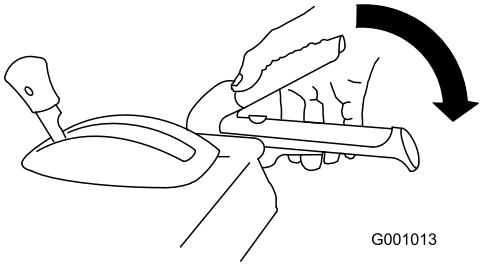

**Figur 37**
1. Pressa ned det högra reglaget (matarskruvs-/impellerreglaget) till handtaget för att koppla in matarskruvs-/impellerdrivningen (Figur 37).